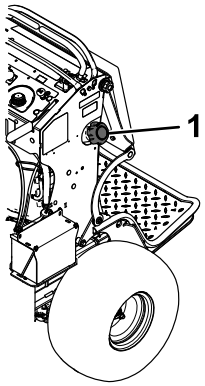

Figure 51
3. Nettoyez la surface autour du bouchon du réservoir de carburant pour éviter que des débris ne tombent à l'intérieur du réservoir (Figure 51).